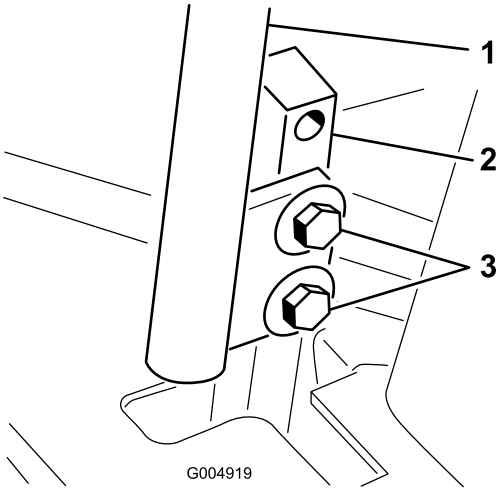

**Figur 61**
3. Løsn boltene, der fastgør bevægelseshåndtagene (Figur 61).